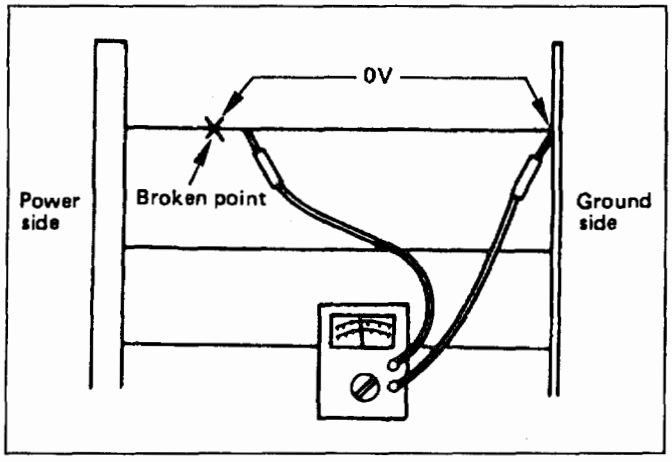

Fig. 8-131
6. Moving the tester probe from the position where the voltage changes to 0V toward the positive side of the heat wire, make sure that where the voltage suddenly increases, then find a point where the wire is broken (Fig. 8-131).